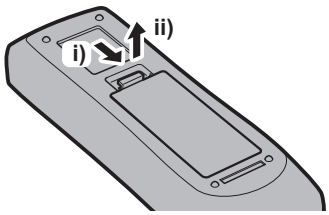

Figura 1
**1) Abra la tapa. (Figura 1)**